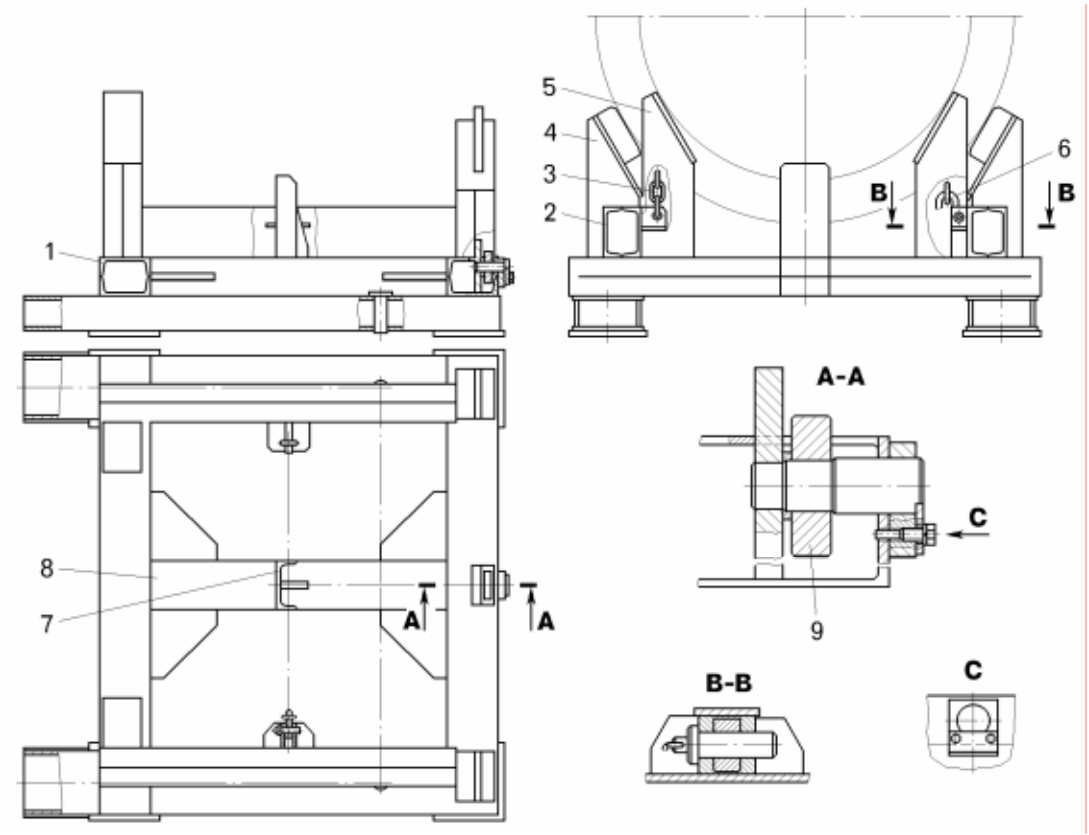

Рисунок 7.2 – Приспособление для снятия и установки мотор-колеса в сборе:
– установить подставку (рисунок 7.2) на погрузчик и при помощи болтов, вворачиваемых в отжимные отверстия корпуса редуктора разъединить электромотор-колесо от картера заднего моста;